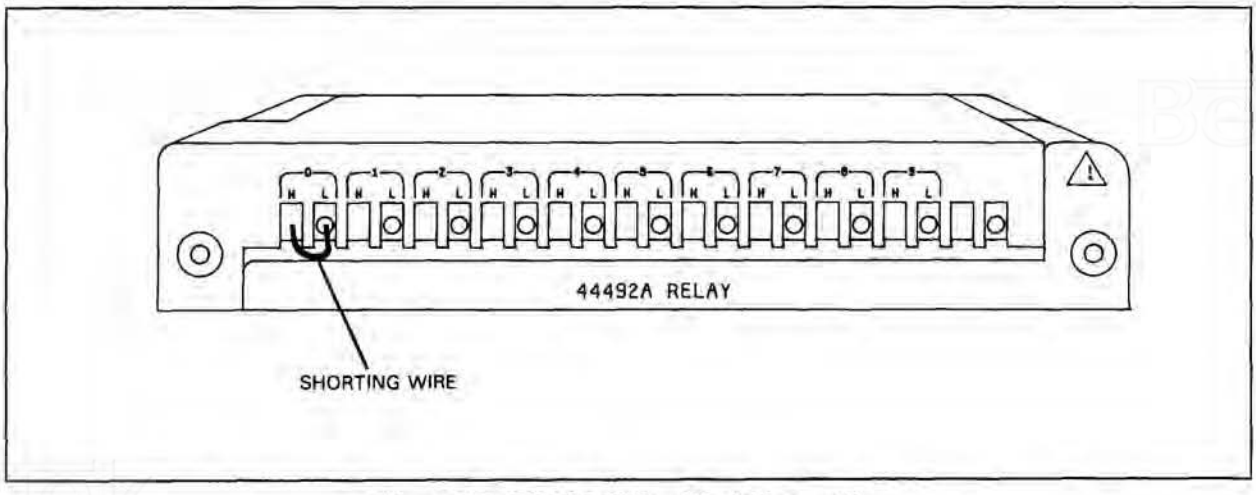

Figure 5-5. 44492A Wiring Block Connections
d. Install a copper shorting wire between the H and L inputs of channel 0. Tighten the two retaining screws. (Refer to Figure 5-5 for wire connection).